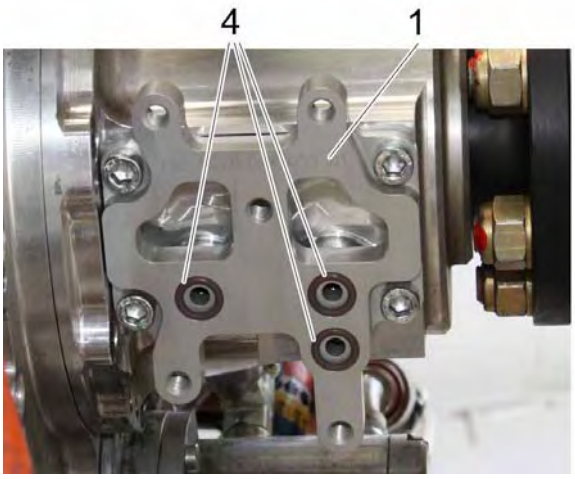

Bild 12
6. Jeweils einen O-Ring (item 4) in jede der drei vorgesehenen Vertiefungen in der Adapterplatte (item 1) einsetzen. Siehe Bild 12.